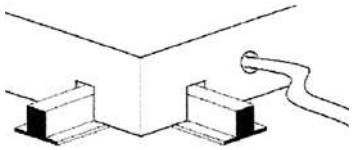

Fig. 4
- *Pass the light wiring in the holes previously prepared and position the ceiling light (Fig. 4).*